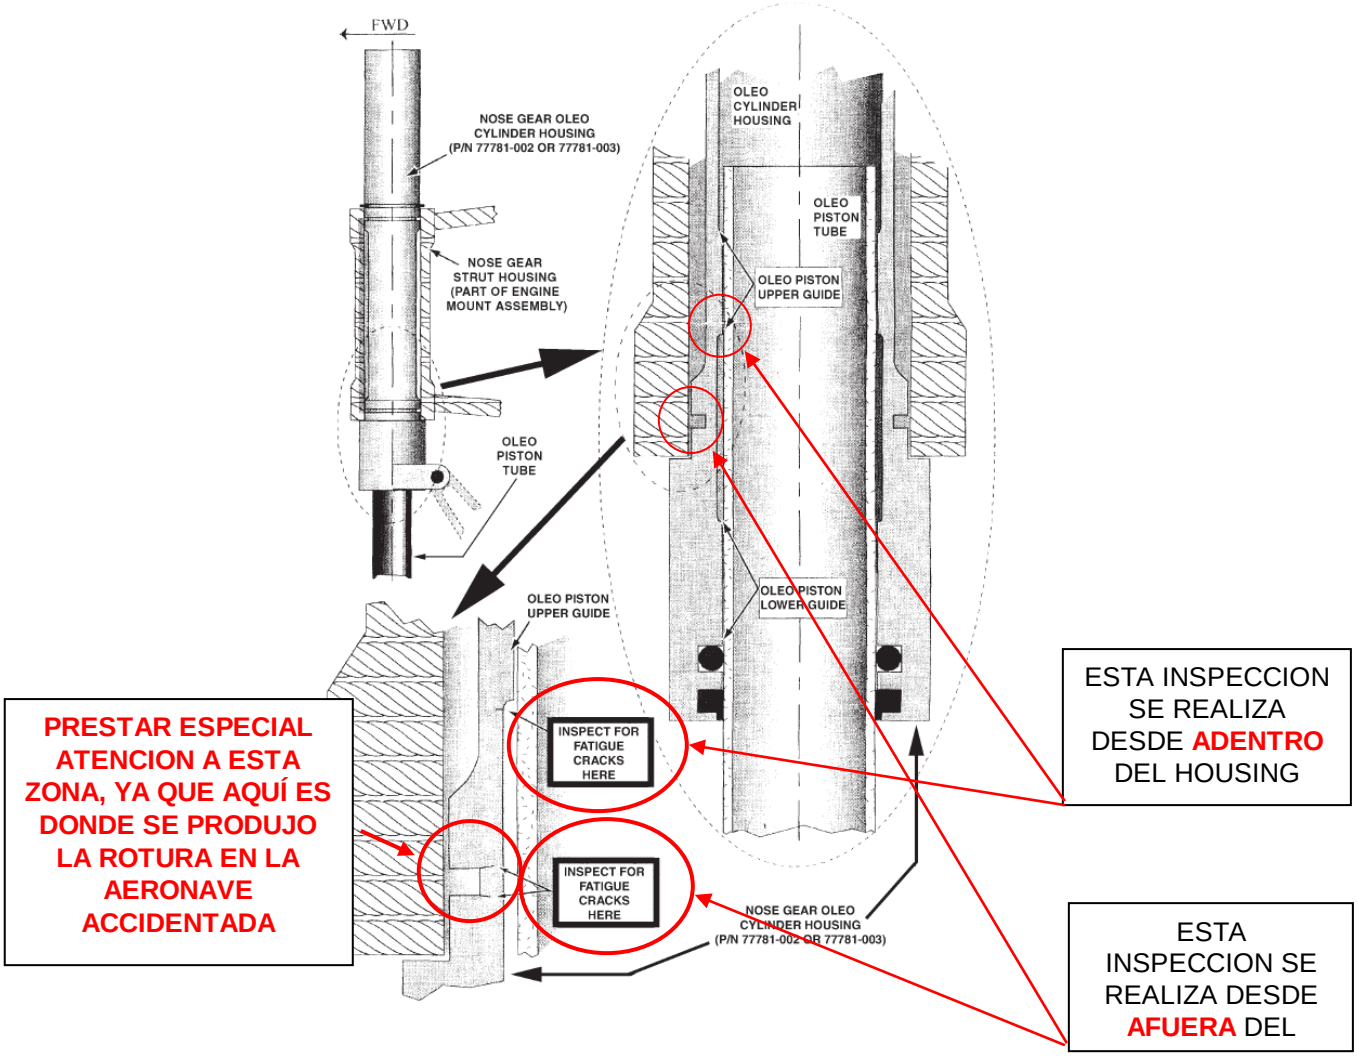

Figura 32-5
a. **Con un limpiador volátil, elimine completamente la suciedad, las incrustaciones sueltas, el aceite y la grasa de las áreas a inspeccionar. (Ver Figura 32-5).** (*Using a volatile cleaner, thoroughly remove dirt, loose scale, oil and grease from areas to be inspected. (See Figure 32-5*)).
c. **Aplique penetrante a las áreas a inspeccionar (consulte la Figura 32-5) mediante pincel, rociado o inmersión. Deje reposar durante 2 a 15 minutos, dependiendo de la temperatura.** (*Apply penetrant to areas to be inspected (see Figure 32-5) by brushing, spraying, or dipping. Let stand 2 to 15 minutes, depending on temperatura*).